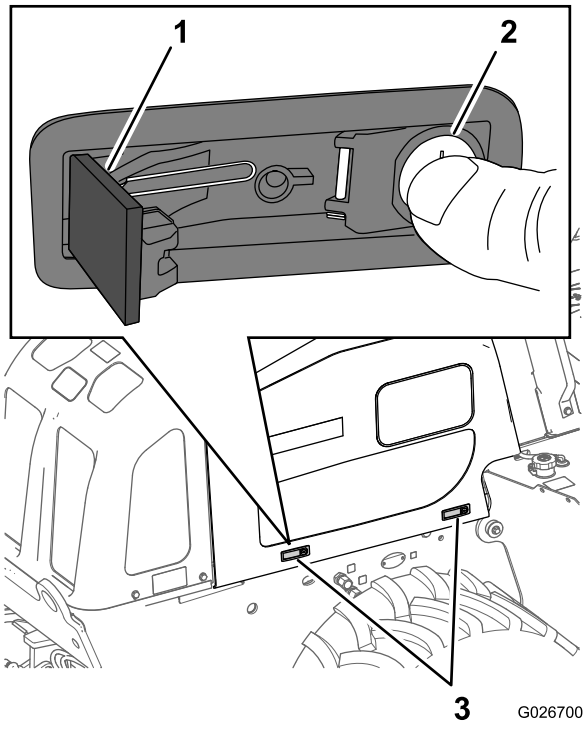

Figure 59
3. Press in the button portion of each latch—the part of the latch including the lock cylinder (Figure 59).
4. Set the latch by pushing in the latch lever (Figure 59).